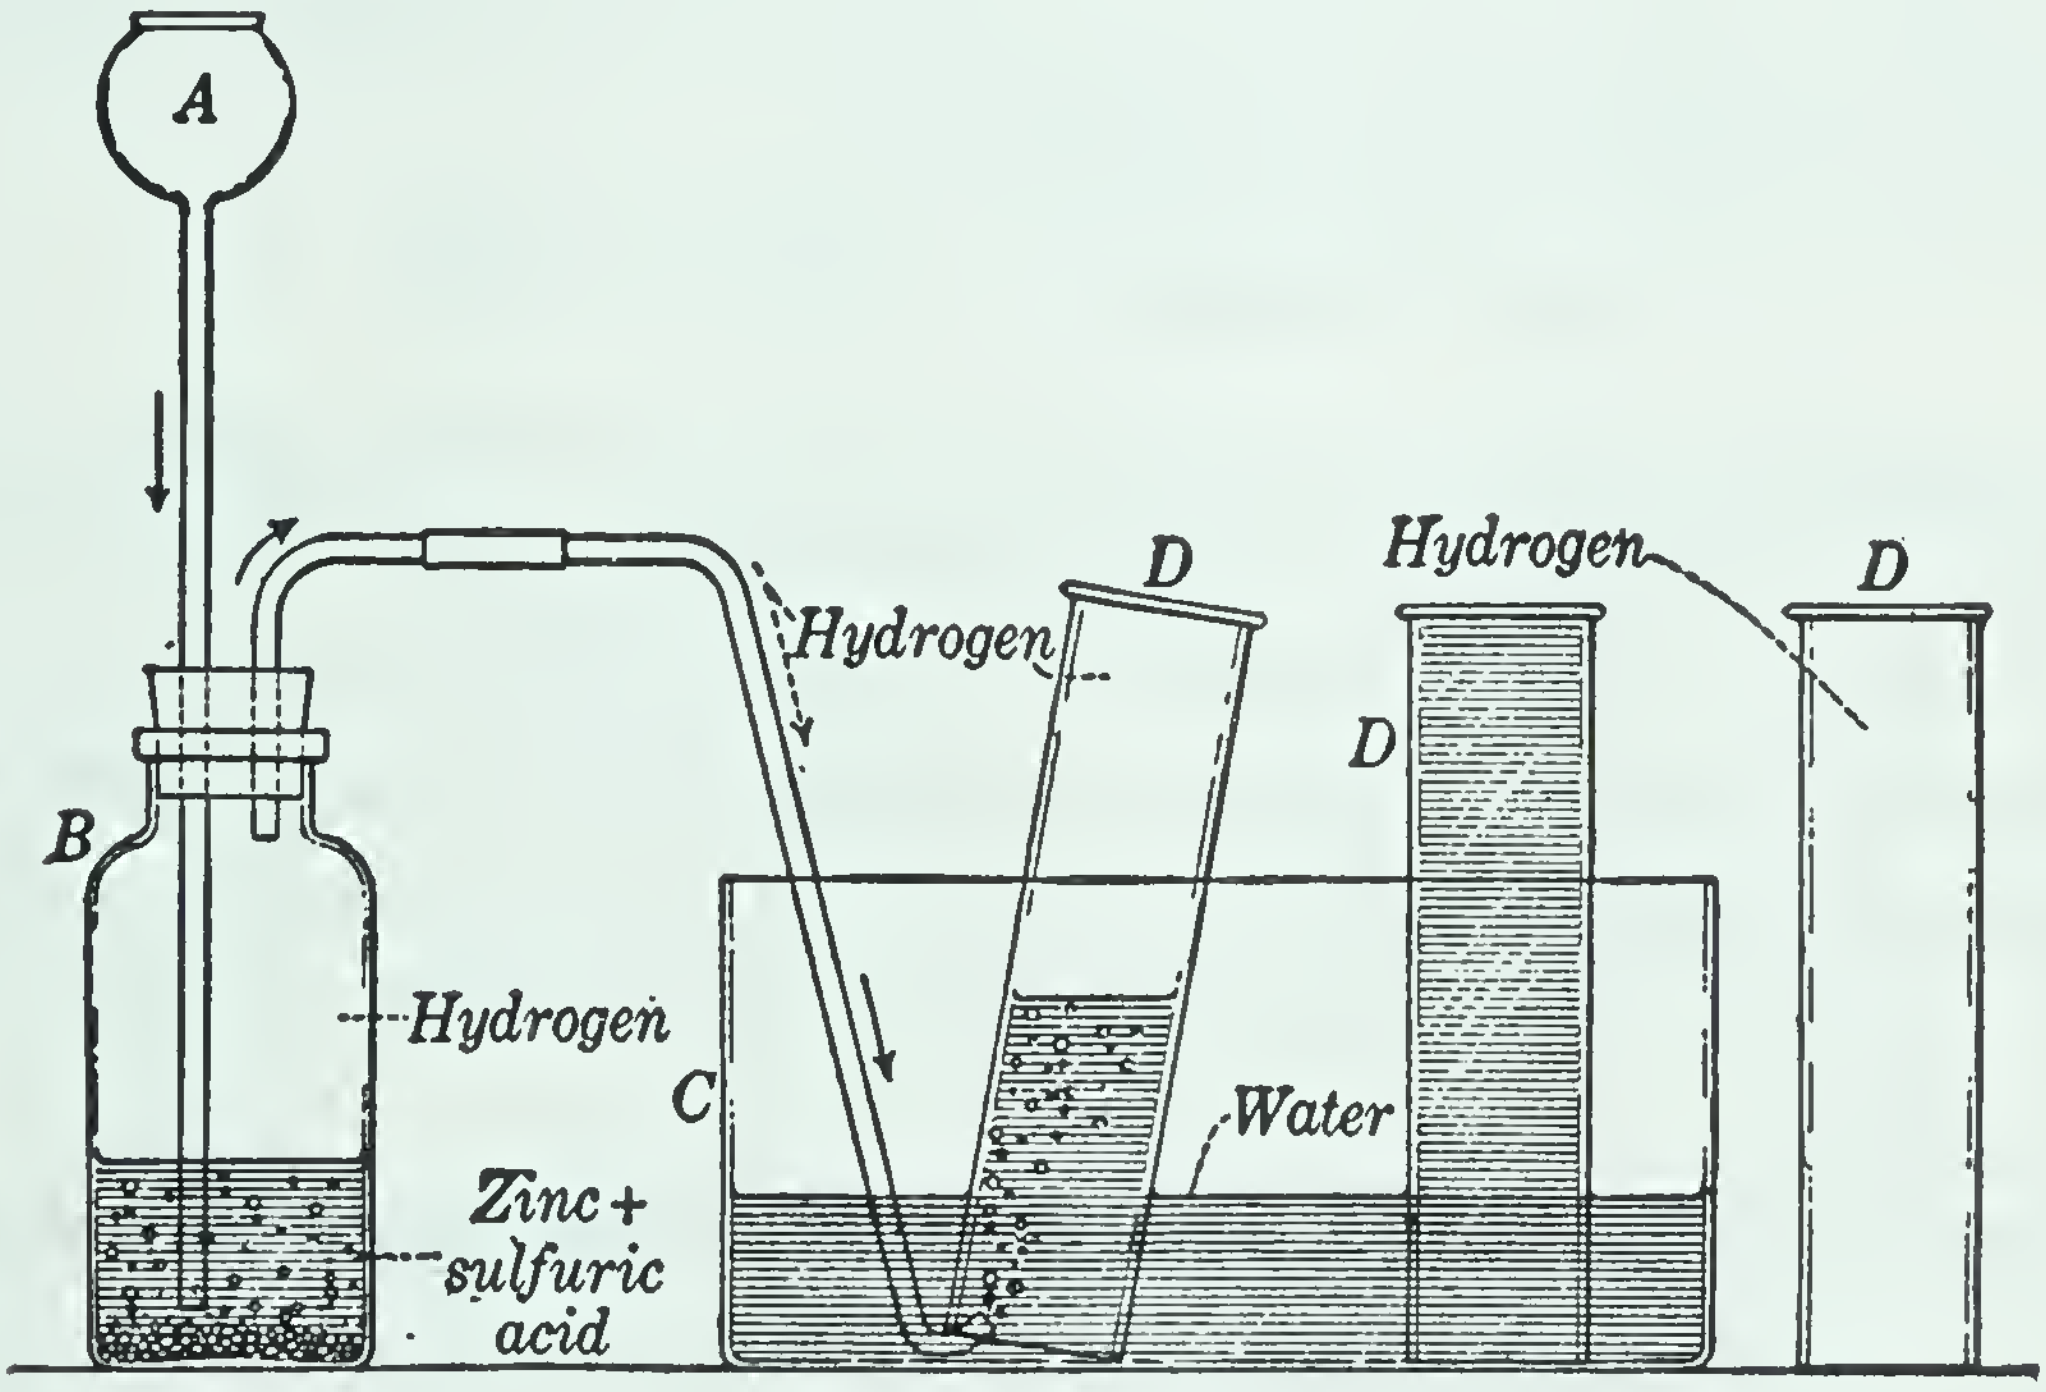

FIG. 71. The preparation of hydrogen from acids
2. ***Hydrogen from acids — a good laboratory method.*** The *acids* are a very important class of compounds, and they will take a great deal of our attention in later chapters. What we need to know now is that they all contain hydrogen, and that some of them act on certain metals in such a way as to give up their hydrogen. The arrangement of a simple apparatus for getting hydrogen in this way is shown in Fig. 71.
This equation tells us that the zinc takes the place of the hydrogen in the acid, forming the compound $ZnSO_4$ (called zinc sulfate). The hydrogen set free is collected over water as shown in Fig. 71. The zinc sulfate formed is a white solid, and remains dissolved in the excess of water in the acid. It may be obtained by boiling off the water after the metal has all dissolved.